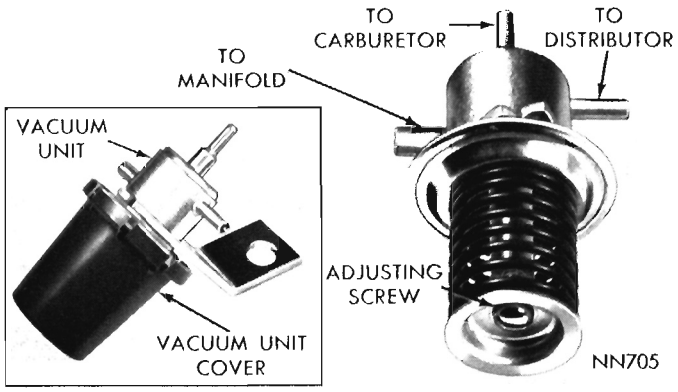

Fig. 2—Distributor Vacuum Control Valve Adjustment
DISTRIBUTOR VACUUM CONTROL VALVE ADJUSTMENT (Fig. 2)
(1) Connect a tachometer to engine and warm engine up to normal operating temperature.
(2) Connect a vacuum gauge (0-30 in. mercury) to distributor vacuum tube. The tee should have same inside diameter as distributor vacuum tube.
(3) If carburetor is equipped with a dash pot, adjust it so that it does not contact throttle lever at curb idle.
(4) Clamp closed vacuum tube that connects vacuum valve to manifold vacuum.
(5) Remove distributor vacuum tube at distributor and clamp tube closed.
(6) Set basic ignition timing to manufacturers specifications*. The curb idle speed must be at specified rpm before timing is adjusted.
(7) Adjust carburetor to obtain specified engine speed and exhaust emission level. The distributor vacuum must be below 6 in. of mercury at curb idle.
(8) Remove clamps from vacuum tubes and reconnect vacuum tube to distributor. Remove vacuum valve cover (Fig. 2).
(9) Speed engine up to 2000 rpm in neutral and hold speed for approximately 5 seconds. Release throttle and observe distributor vacuum. When throttle is released, distributor vacuum should increase to above 16 inches of mercury and remain there for a minimum of 1 second. The distributor vacuum must fall below 6 inches of mercury within 3 seconds after throttle is released.
(10) Adjust valve if necessary. Turning spring end adjusting screw counterclockwise will increase time the distributor vacuum remains above 6 inches of mercury after throttle is released. One turn of adjusting screw will change valve setting by approximately 1/2 inch of mercury. If valve cannot be adjusted to specifications described in Step No. 9, replace valve (Fig. 2).
(11) Replace vacuum valve cover. Reset carburetor dash pot (if so equipped) and check valve performance as outlined in Step No. 9. If distributor vacuum does not fall below 6 inches of mercury within 4 seconds after throttle is released, readjust or replace dash pot.